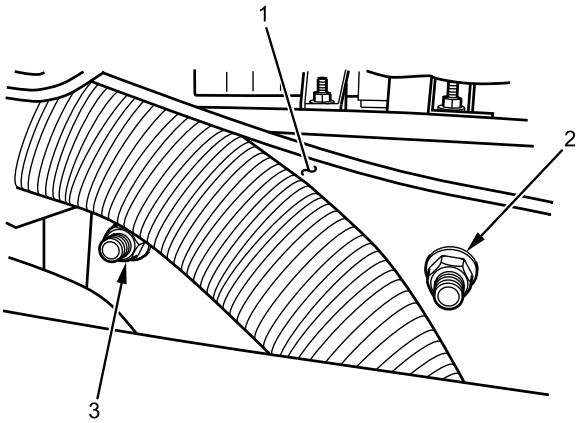

Figure 5. Transmission Control Unit Brace.
1. Position transmission control unit brace on frame rail (Figure 5, Item 1) and install mounting nuts (Figure 5, Item 2 and 3). Tighten nuts securely.